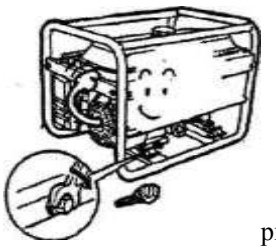

рис. 7.3
3. Ввинтите пробку сливного отверстия (рис. 7.3)